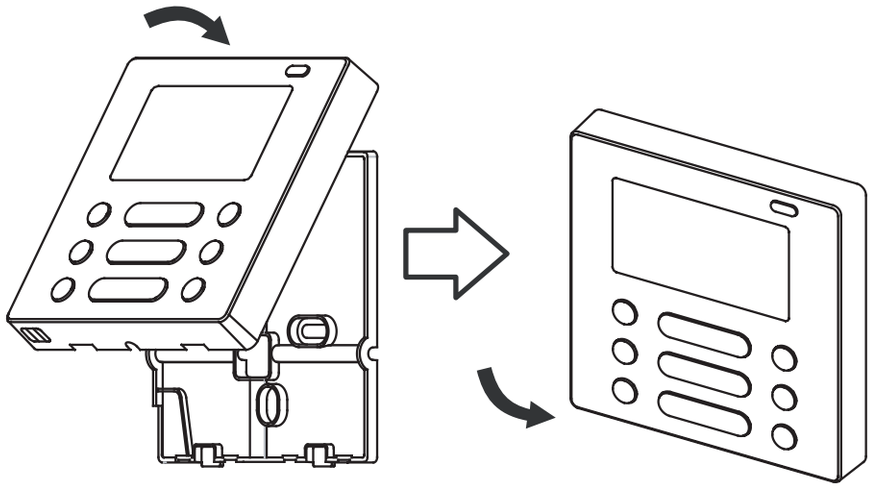

Fig. 3-11
- Montati telecomanda pe suportul de perete conform imaginii de mai jos. Aveti grija sa nu prindeti firele in timpul montarii. (Fig 3-11)